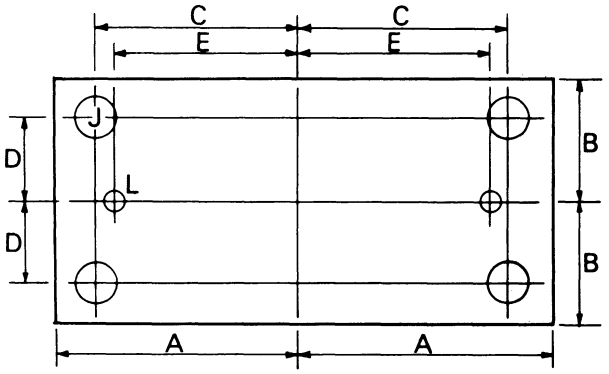
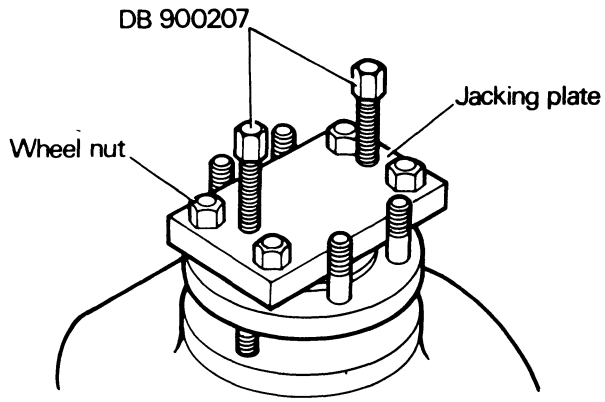

FIGURE D6. JACKING PLATE—FINAL DRIVES
FIGURE D7—EXTRACTING FINAL DRIVES
* Later tractors do not have these holes: For these tractors it is necessary to fabricate a jacking plate, Fig. D6. This should be used in conjunction with extraction bolts (K900207) as shown, Fig D7.
To remove hub make plate to dimensions shown in figure D6 then attach plate to end of brake drum extractor (Service Tool K960618).